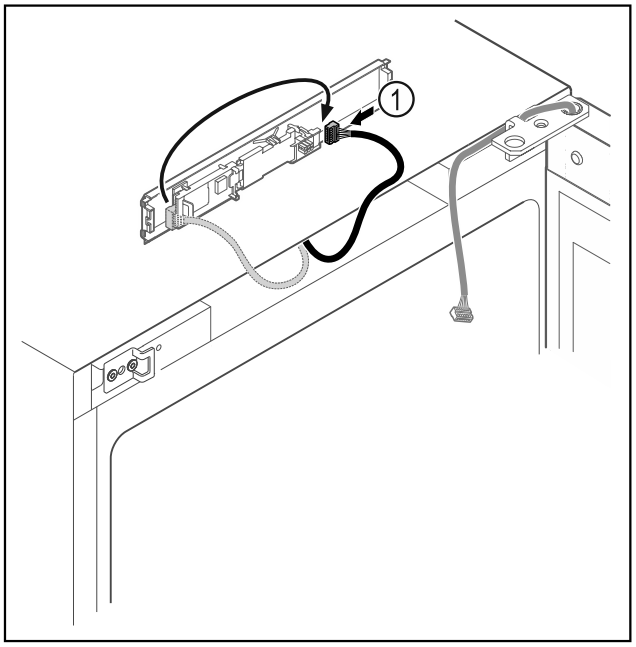

*Fig. 7*
▶ Schimbați poziția de introducere a fișei *Fig. 7 (1)* la placa electronică.